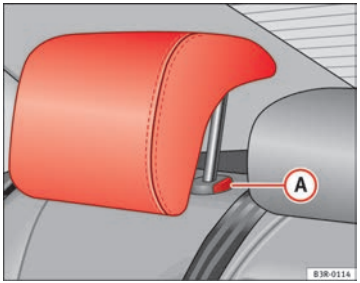

Fig. 5 Outer rear seats: Head restraints
– Press button (A) ⇒ Fig. 5 and lower the head restraint.
– Press button (A) ⇒ Fig. 5 and pull out the head restraint.